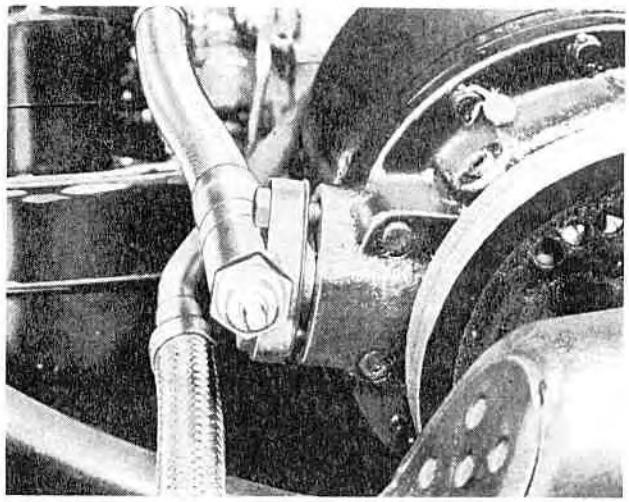

Figure 24—Valve Partly Out of Its Bore
2. Loosen the bolts on the hand shutoff valves on the compressor about $\frac{3}{16}$". Then tap the valve to free it from the "0" ring and flange opening. The valve should come back firmly against the bottom of the bolt heads. See figure 24. A momentary release of vapor should be expected as the "0" ring leaves the boss on the casting. If vapor continues to escape, it would indicate one of two things; either the shutoff valve is not tight or the spring loaded automatic valve in the body is not seating properly.